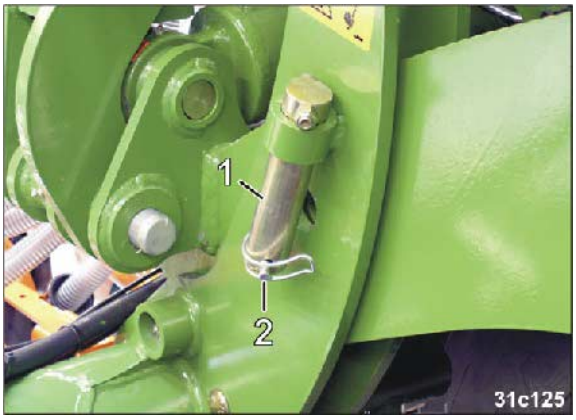

**Fig. 222**
3. Retirez l'axe (Fig. 222/1) du support de transport.
L'axe est bloqué au moyen d'une goupille clips pour tubes (Fig. 222/2).
Une fois les opérations de nettoyage, d'entretien et de réparation effectuées, placez les deux axes (Fig. 222/1) dans les fixations de transport et bloquez chaque axe à l'aide d'une goupille clips pour tubes.